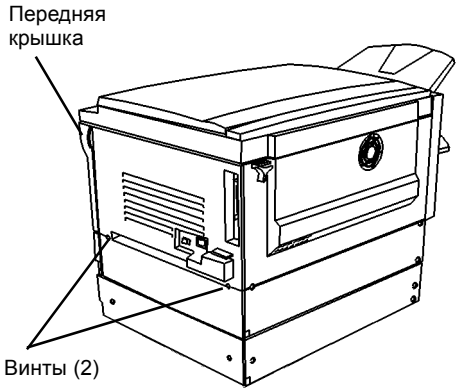

Рисунок 1 Снятие правой крышки
b. Отверните винты (2) и снимите правую крышку (Рисунок 1).